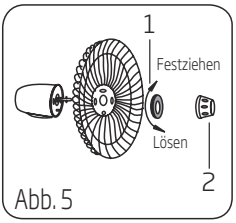

Abb. 5
1. Drehen Sie die Propellerhaube im Uhrzeigersinn (oder nehmen Sie diese aus der Verpackung) und die Kunststoffmutter entgegen dem Uhrzeigersinn, um beide Teile zu entfernen. Befestigen Sie das rückseitige Schutzgitter am Motor und ziehen Sie dann die Kunststoffmutter wieder fest. (Abb. 5)